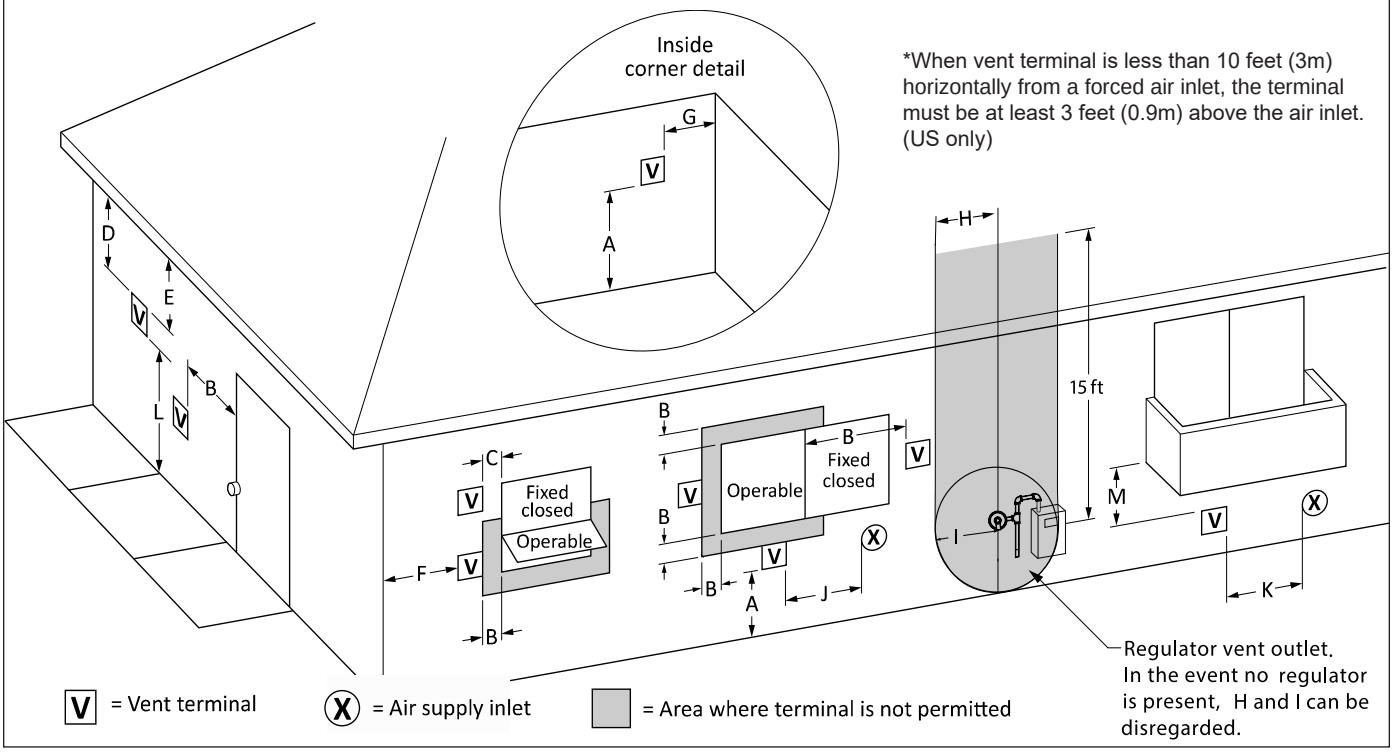

Figure 20. Combustion Air and Vent Through Side Wall
1. Figure 20 shows the requirements for mechanical vent terminal clearances for the U.S. and Canada. The outdoor models must be installed at least 10 ft (the vent pipe) from any door or window that can be opened. The exhaust vent shall not be under any overhang or roof. Use only the vent components included with the boiler.
The side wall combustion air terminal, or concentric terminal must be used when the heater takes air from a side wall. (See page 23) Contact manufacturer for AL29-4C termination fittings. Consider the following when installing the terminal. (See Figure 20 through Figure 21.)